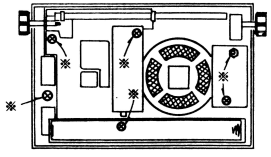

Fig. 2
3. Remove the five screws and a stud marked (※) shown in the Fig. 2.